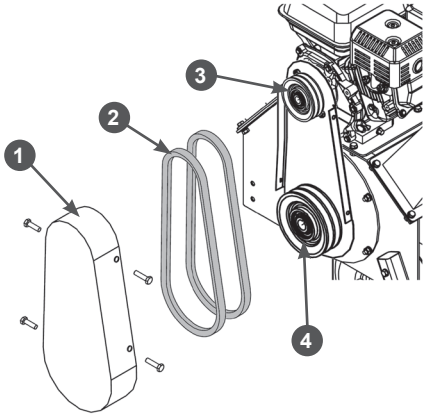

Рис. 32 Проверка состояния ремней
1. Открутите болты крепления и снимите кожух 1 защитный ремней, чтобы получить доступ к ремням (Рис. 32).
2. Проверьте состояние ремней 2 (Рис. 32). Если ремень протерт, надорван или заметны иные повреждения, он должен быть немедленно заменен.
1. Открутите болты крепления и снимите защитный кожух 1 ремней (Рис. 32).
3. Снимите ремни со шкивов 3 вала двигателя и 4 барабана с ножами (Рис. 32).